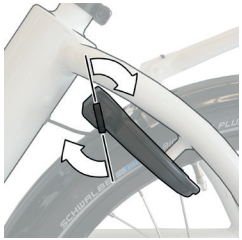

Afbeelding 28: Draai de sleutel 20 tot 30 graden met de wijzers van de klok mee
2. Draai de sleutel **54** 20 tot 30 graden met de wijzers van de klok mee (niet een volledige draai) en houd hem in deze positie (zie afbeelding 28).